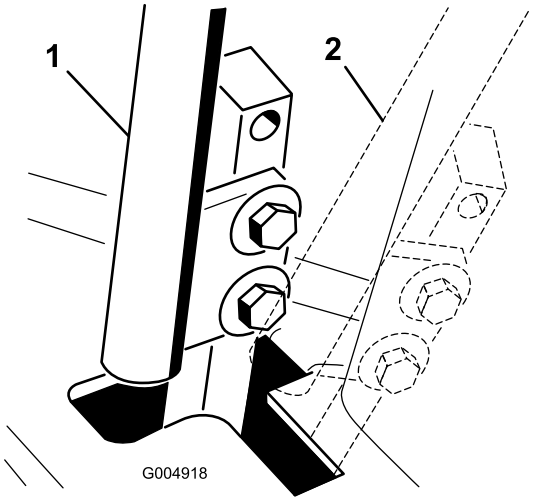

Rysunek 54
4. Ustaw dźwignię sterowania w położeniu NEUTRALNYM, ale jej **nie blokuj** (Rysunek 54).
6. Sprawdź, w którym miejscu znajduje się dźwignia względem wycięcia w konsoli (Rysunek 54).